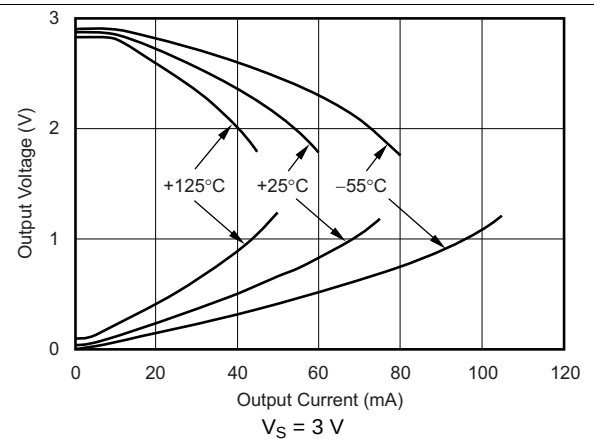
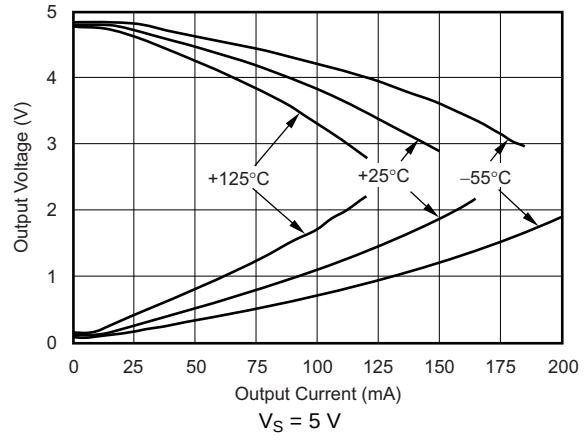
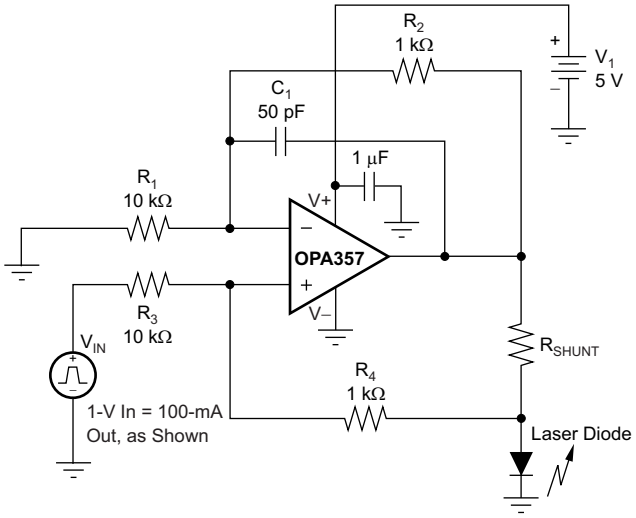
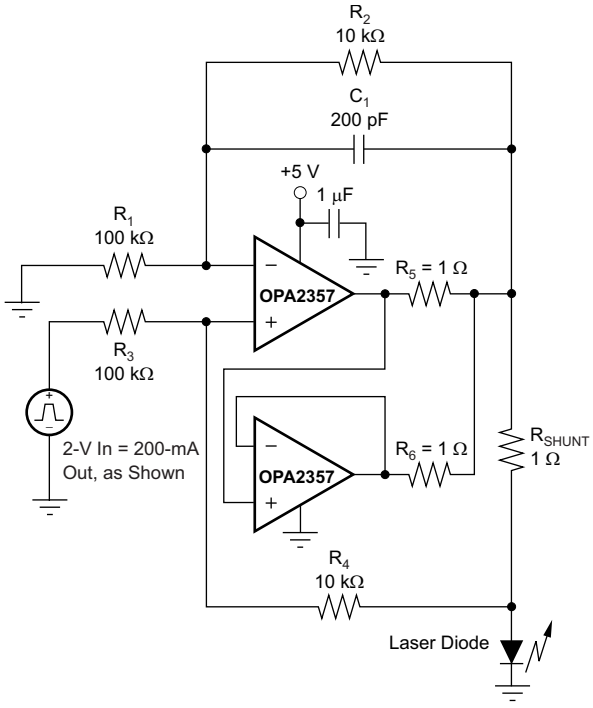

Figure 21. Output Voltage Swing vs Output Current
Figure 23. Output Voltage Swing vs Output Current
Figure 33. Laser Diode Driver
Figure 34. Parallel Operation
(1) See Figure 21 and Figure 23.
(2) Specified by design.
A class AB output stage with common-source transistors is used to achieve rail-to-rail output. For high-impedance loads (> 200 Ω), the output voltage swing is typically 100 mV from the supply rails. With 10-Ω loads, a useful output swing can be achieved while maintaining high open-loop gain; see Figure 21 and Figure 23.
The OPA357 output stage can supply a continuous output current of ±100 mA and still provide approximately 2.7 V of output swing on a 5-V supply, as shown in Figure 33. For maximum reliability, TI recommends running a continuous DC current in excess of ±100 mA; see Figure 21 and Figure 23. For supplying continuous output currents greater than ±100 mA, the OPA357 can be operated in parallel as shown in Figure 34.